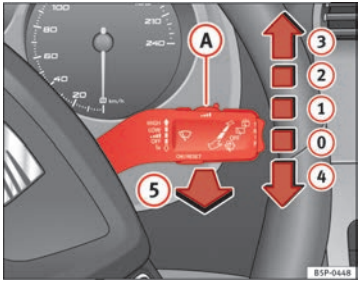

Fig. 83 Leva del tergi-lavacristalli
Posizioni della leva dei tergicristalli ⇒ fig. 83:
- Se, quando è attivo il livello di tergitura ⇒ fig. 83 (2) oppure il livello (3), ci si ferma, la velocità di movimento dei tergicristalli passa automaticamente al livello immediatamente inferiore. Non appena si riparte, i tergicristalli tornano a funzionare secondo la posizione selezionata originariamente.